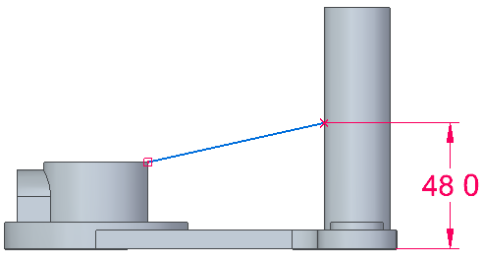
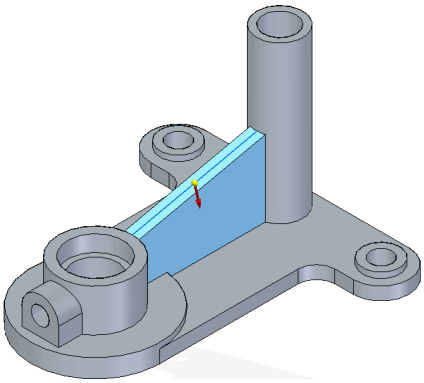

Figure 8-67 Profile for the rib feature
Figure 8-68 Specifying the direction of the rib
d. Switch to the **Ordered Part** environment and create the rib feature, refer to Figure 8-67 and Figure 8-68.
4. Draw a single line as the profile of the rib feature and add the required relationships and dimensions to it, as shown in Figure 8-67.
6. Enter **8** in the **Thickness** edit box and specify the direction of the rib, as shown in Figure 8-68.